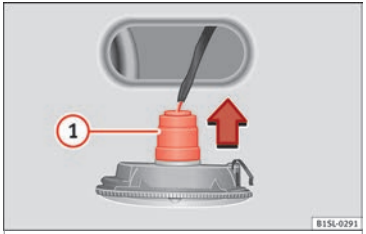

Fig. 93 Side turn signal: Changing the bulbs.
3. Remove the bulb holder with the bulb in the direction of the arrow ››› **Fig. 93** (1).